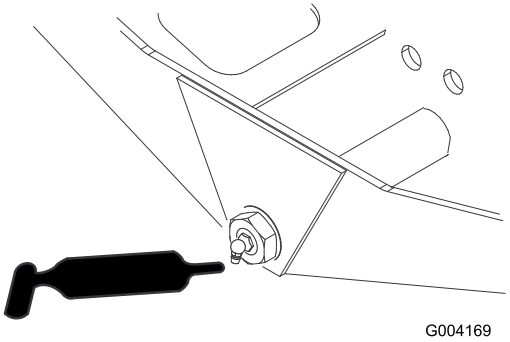

Figur 48
- Akselstyretap (1) (Figur 48)